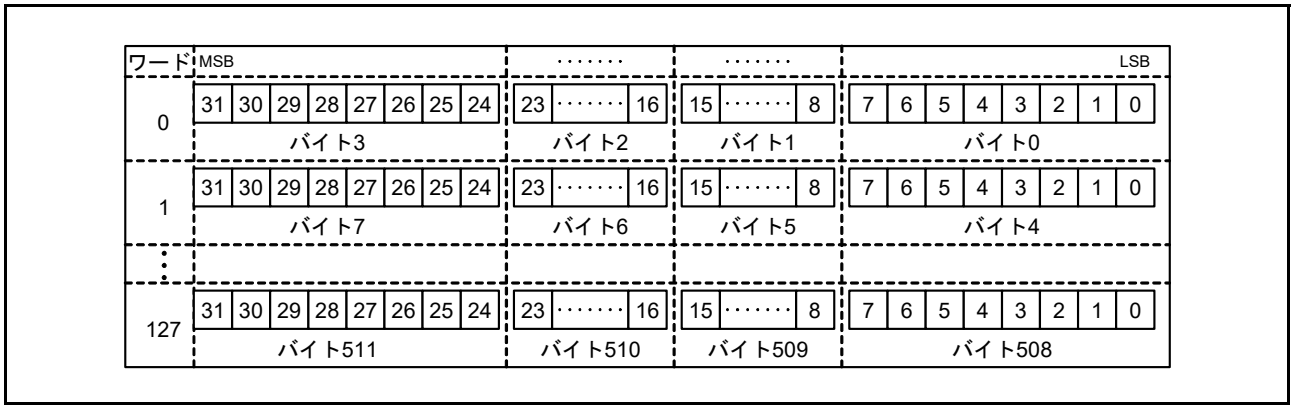

図 43.5　SD_BUF 格納データ
3. SD_BUF に格納されたデータが SD_BUF0 から読み出される（図 43.5 を参照）。